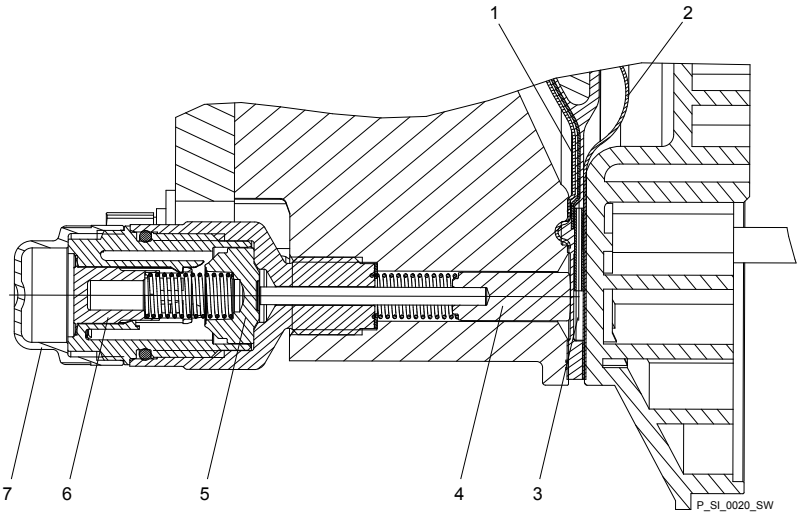

Рис. 22: Сечение устройства сигнализации разрыва мембраны Sigma (модель "Оптическая индикация разрыва")
2. При попадании влаги или загрязнений в поршень датчика разрыва мембраны - см. Рис. 22, поз. 4, очистить поршень и отверстие, в котором он движется.